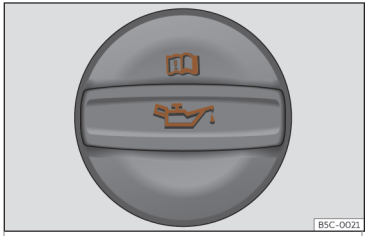

Fig. 211 Tapón de la boca de llenado de aceite del motor en el vano motor.
- Desenrosque el tapón de la boca de llenado de aceite del motor››› fig. 211.